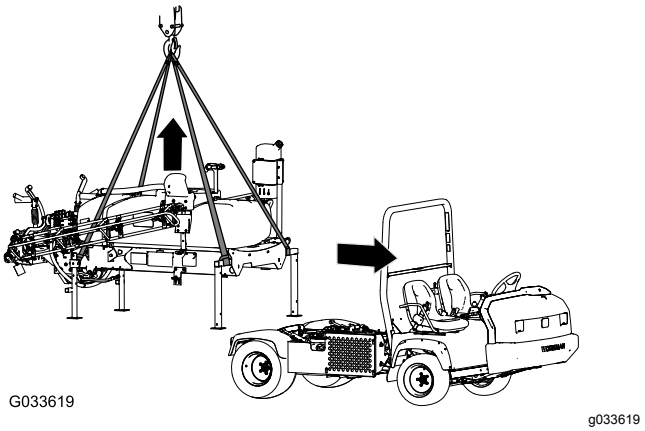

Figur 132
1. Senk bommene til ca. 45° og drei dem forover (Figur 132).
5. Fest løfteutstyret til de horisontale rørene på de fremre jekkstøttene og den vertikale tappen på de bakre jekkstøttene (Figur 132).
7. Løft gliderammen til tanken høyt nok til at den ikke berører maskinen lenger (Figur 132).